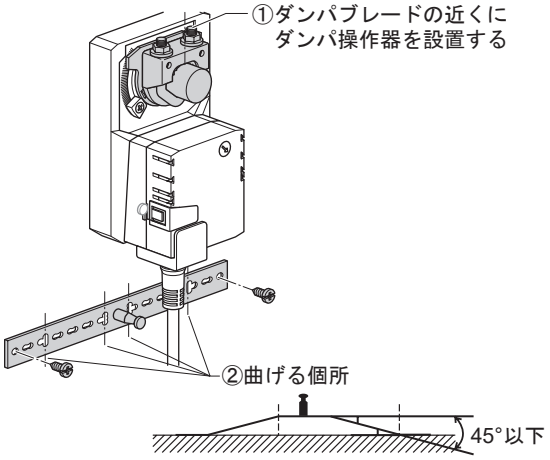

図8　ユニバーサルブラケットの取付時の注意
② ユニバーサルブラケットを曲げる。『図8』を参照し、曲げるときは、同一個所で一度のみ、曲げる角度は、45°以下にします。